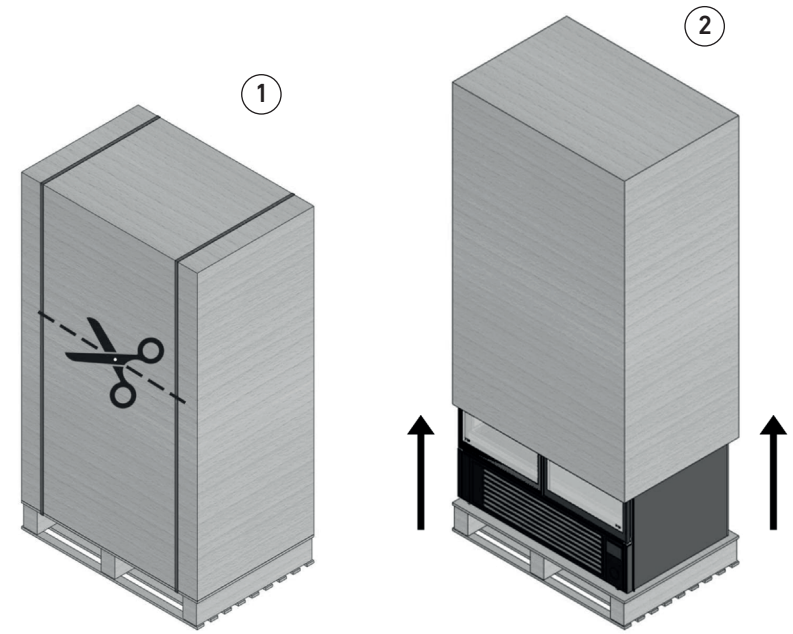

fig. 11-A
Pour décharger l'équipement de la plate-forme de logement, il faut enlever les emballages et les systèmes de retenue (sangles, cordes, bandes, etc.) (fig. 11-A détail 1-2).
- Insérer les fourches sous le châssis de l'équipement en veillant à ce qu'elles dépassent d'au moins 20 cm du châssis (fig. 11-B détail 1).